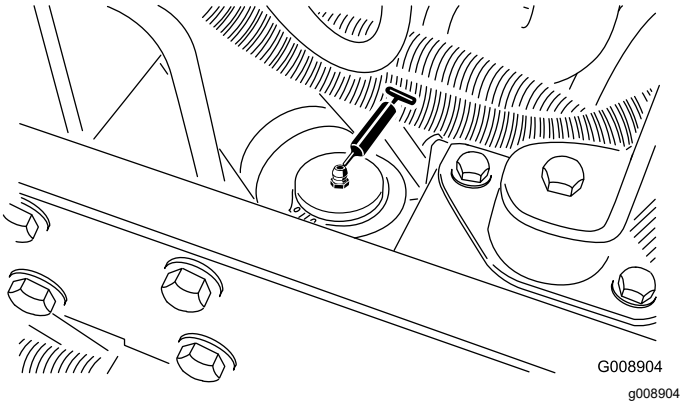

Rysunek 55
- Siłownik wspomagania kierownicy (Rysunek 55).